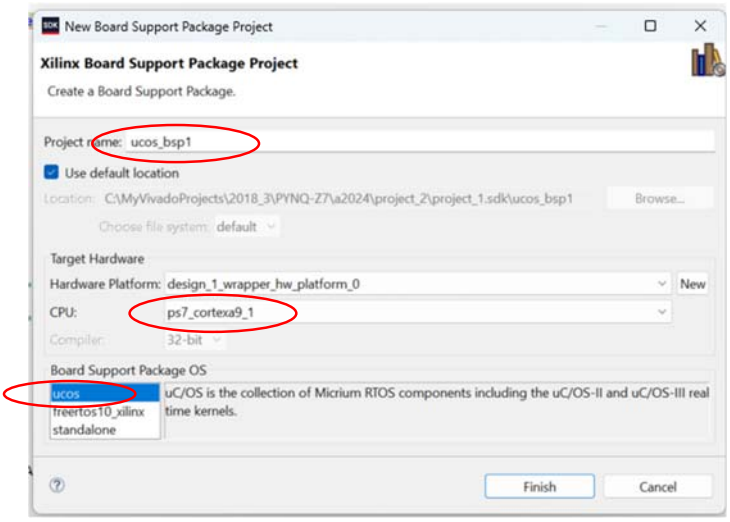

Figure 8
4) Vous devez ensuite créer un 2e BSP sur core 1 qui sera maître. Faire un File → Board Support Package. Dans le champ Project Name mettre le nom de *ucos_bsp_1*. Puis sélectionner **ps_cortex9_1** et non sur ps_cortex9_0 comme choix de CPU. Finalement, indiquez *ucos* dans le choix du OS. Le résultat est à la figure 8.